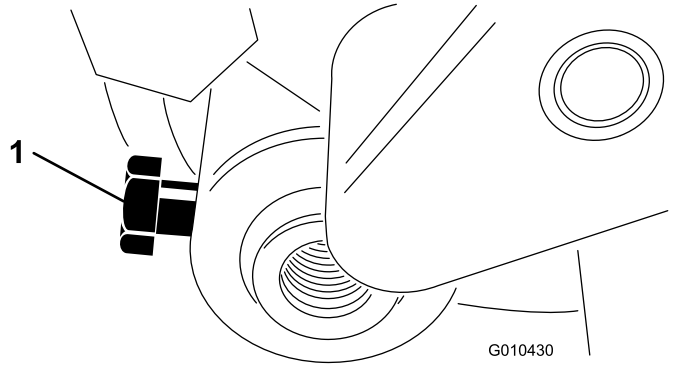

Figur 16
9. Sæt rulleakslen i venstre justerarm, og fastgør den løst med en bolt (M6–1 x 12 mm) som vist i Figur 16.
4. Centrer rullen mellem justerarmene, og tilspænd monteringsboltene (se Figur 16).